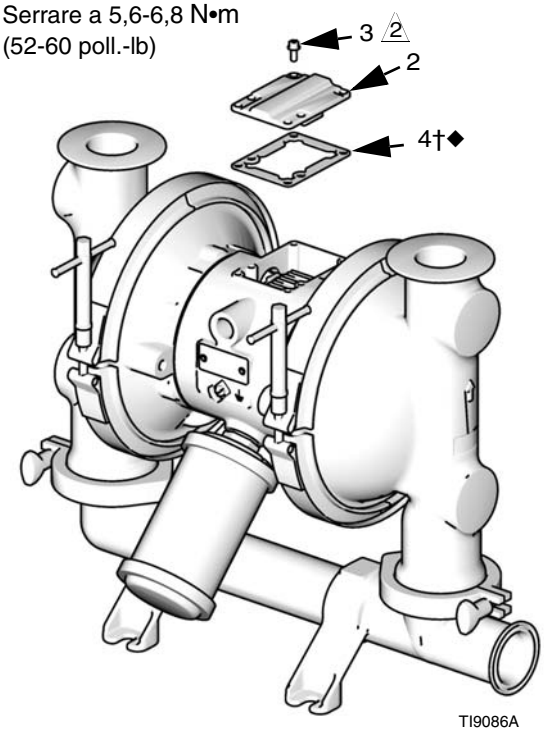

FIG. 5
2. Con un cacciavite torsiometrico (T20) o una chiave fissa a tubo da 7 mm (9/32 poll.), rimuovere le sei viti (3), la copertura della valvola pneumatica (2) e la guarnizione (4). Vedere la FIG. 5.
10. Allineare la guarnizione della valvola (4†◆) e il coperchio (2) con i sei fori nel corpo centrale (1) Fissare con sei viti (3†), utilizzando un cacciavite torsiometrico (T20) o una chiave fissa a tubo da 7 mm (9/32 poll.). Serrare fino a 5,6-6,8 N•m (52-60 poll.-lb). Vedere la FIG. 5.